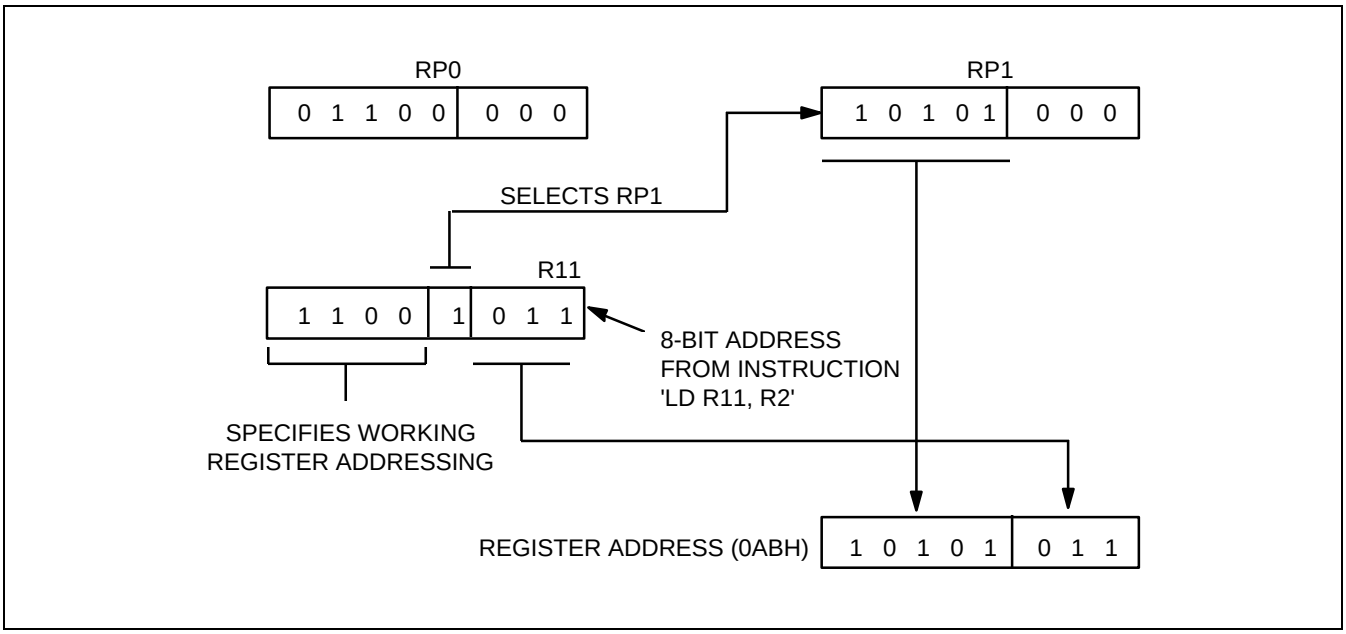

Figure 2-14. 8-Bit Working Register Addressing Example
Figure 2-14 shows an example of 8-bit working register addressing: the four high-order bits of the instruction address (1100B) specify 8-bit working register addressing. Bit 4 ("1") selects RP1 and the five high-order bits in RP1 (10101B) become the five high-order bits of the register address. The three low-order bits of the register address (011) are provided by the three low-order bits of the 8-bit instruction address. The five address bits from RP1 and the three address bits from the instruction are concatenated to form the complete register address, 0ABH (10101011B).